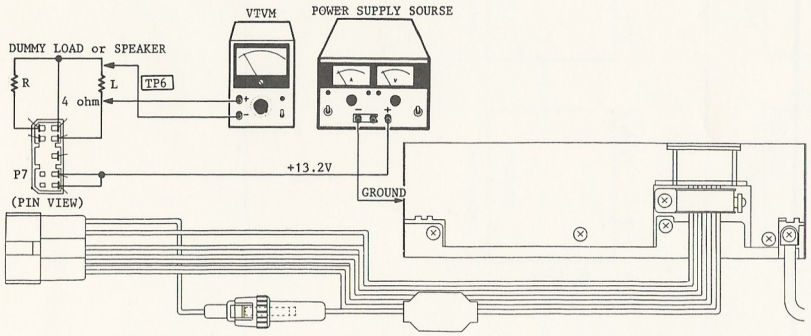

Fig. 8 (C33190135)
a. Connections : Refer to Fig. 8.